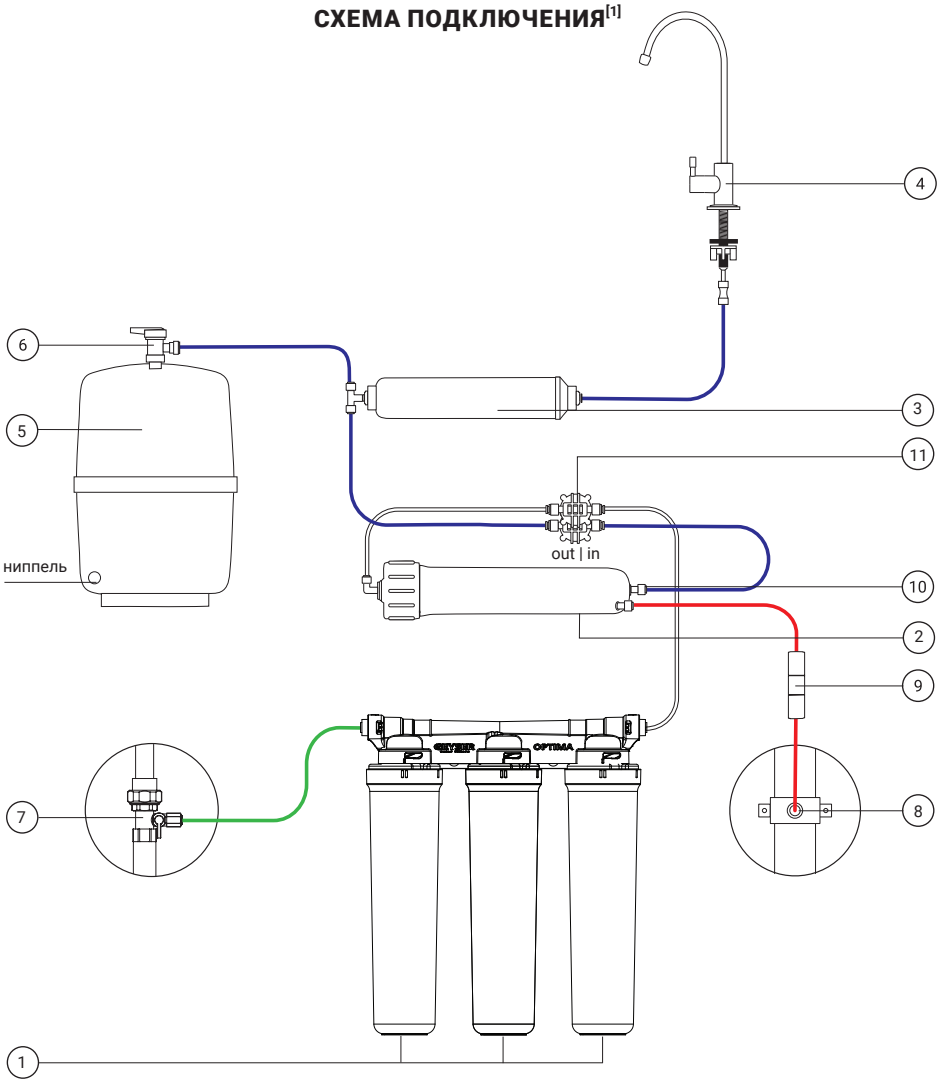
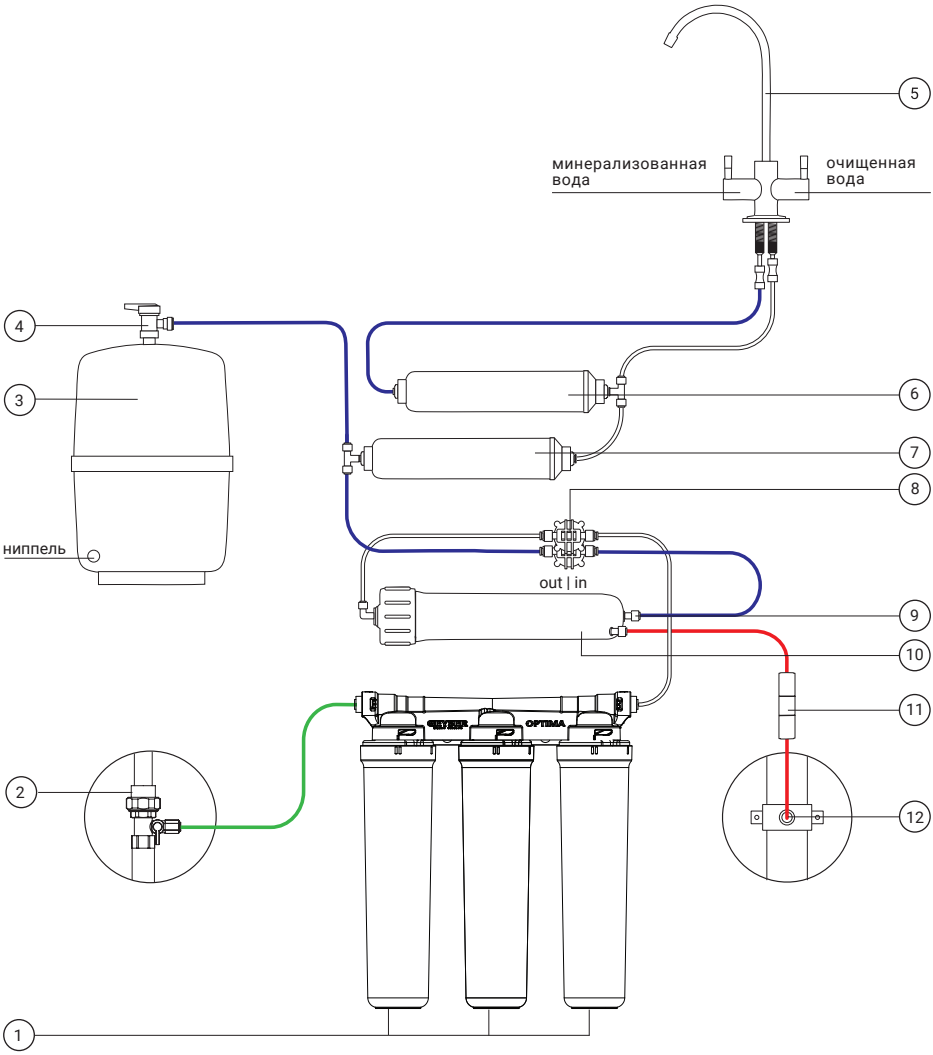

Рис. 2. Схема подключения Гейзер Престиж/Аллегро Оптима/Zero Оптима
Рис. 3. Схема подключения Гейзер Zero Оптима М
3. Свободный конец зеленой трубки присоедините к скобе фильтра в соответствии со стрелкой указания направления потока (см. разделы «Схема подключения» (стр. 7, рис. 2 или стр. 8, рис. 3)) и «Присоединение трубок».
5. Свободный конец красной трубки присоедините к ограничителю дренажного потока (см. разделы «Схема подключения» (стр. 7, рис. 2) и «Присоединение трубок» (стр. 10)).